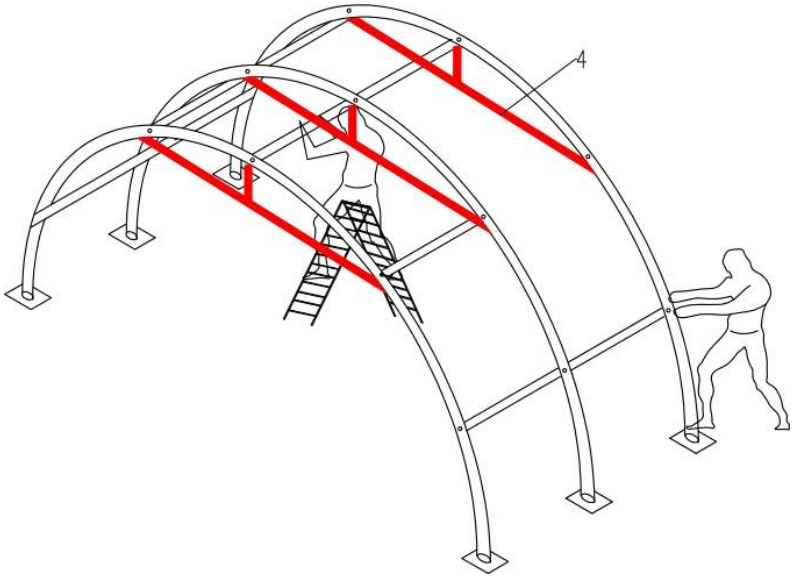

Bild 5
4. Fäst tvärröret (nr. 13) med fästen (nr. 13A) mellan de nedre krökta rören enligt bild 5.